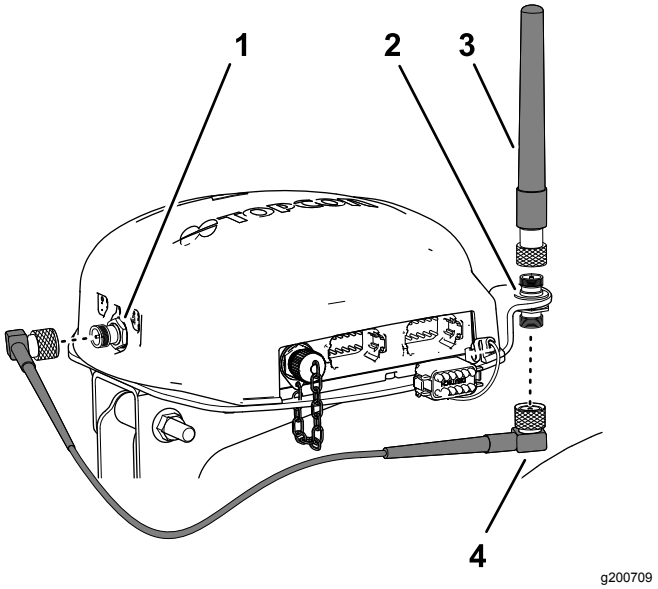

Figur 160
3. Monter RTK-antennen på koaksialkoblingens øvre fitting, og stram antennens riflede møtrik med håndkraft (Figur 160).
4. Sæt løst antennekablet på koaksialkoblingens nederste fitting (Figur 160).
5. Før kablet bagom navigationsmodtageren til koaksialkonnektoren på CDMA- eller GSM-mobilmodemmet (Figur 160).
6. Sæt antennekablet i koaksialkonnektoren på CDMA- eller GSM-mobilmodemmet (Figur 160).